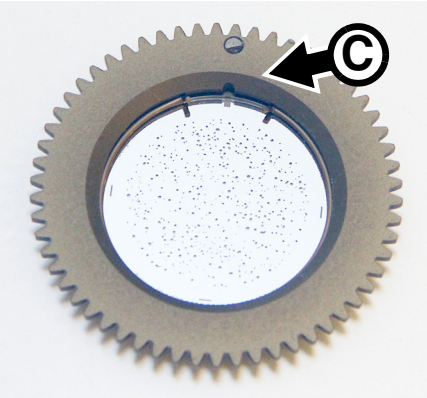
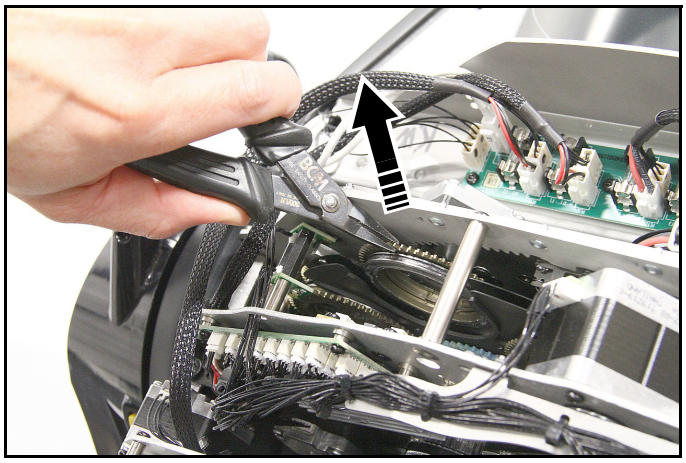

Figure 14 : Point de référence sur le porte-gobo
Figure 16 : Dépose d'un gobo de la roue 2
2. Avec vos doigts, faîtes tourner le gobo à retirer pour aligner un point de référence (par exemple, l'aimant d'indexation et le repère **C** indiqué en Figure 14) sur le porte-gobo et un point de référence sur le module d'effets.
2. Voir Figure 16. Avec vos doigts, faîtes tourner le gobo à retirer pour aligner un point de référence (par exemple, l'aimant d'indexation et le repère **C** indiqué en Figure 14 en page 25) sur le porte-gobo et un point de référence sur le module d'effets.